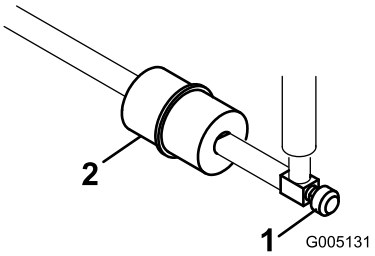

Figur 44
Et filter er indbygget i brændstofrøret mellem brændstoftanken og karburatoren (Figur 44).
1. Luk brændstofafbryderventilen, løsn slangeklemmen på karburatorsiden af filteret, og fjern brændstofledningen fra filteret (Figur 44).
2. Anbring en bakke under filteret, løsn den tilbageværende slangeklemme, og fjern filteret (Figur 44).